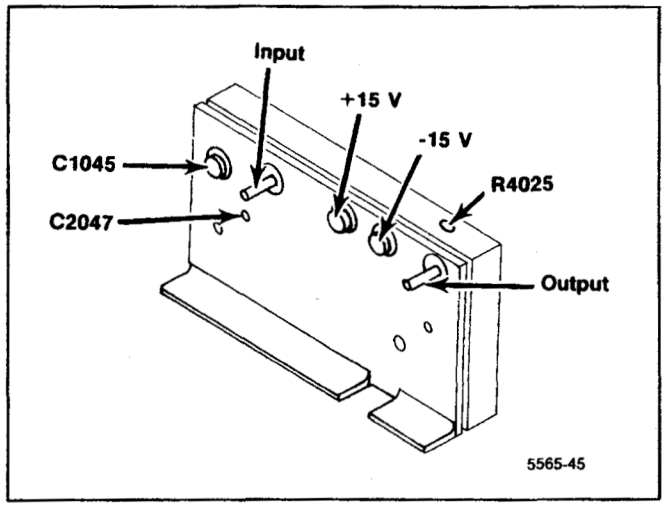

Figure 6-10. 110 MHz IF test points and adjustments.
6. Adjust C2047 and C1054 (Figure 6-10) simultaneously for minimum signal amplitude on the spectrum analyzer display. Minimum amplitude must be at least −55 dBm.